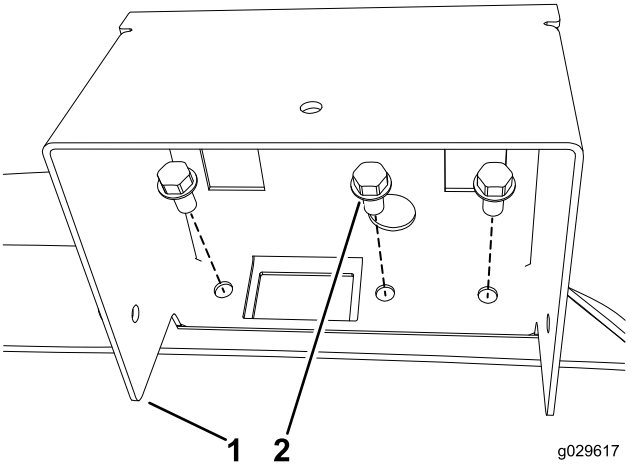

Bild 18
1. Befestigen Sie das Schaltergehäuse mit drei Schrauben (¼" x ½") am Steuerarm, wie in Bild 18 abgebildet.